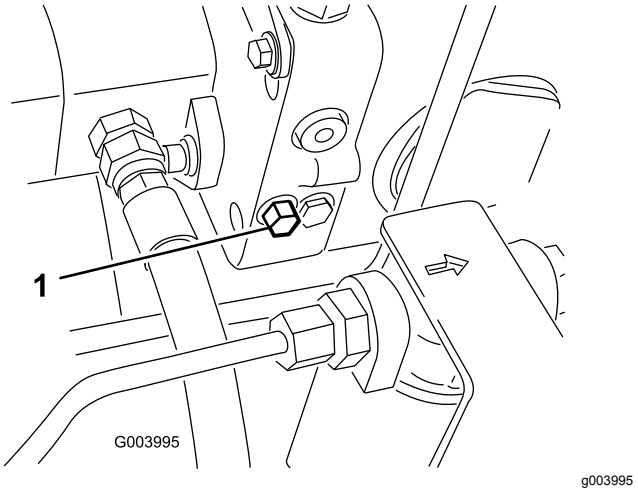

Figuur 34
1. Draai de bout van de omloopklep 1½ slag om deze te openen en de olie inwendig om te laten leiden (Figuur 34).